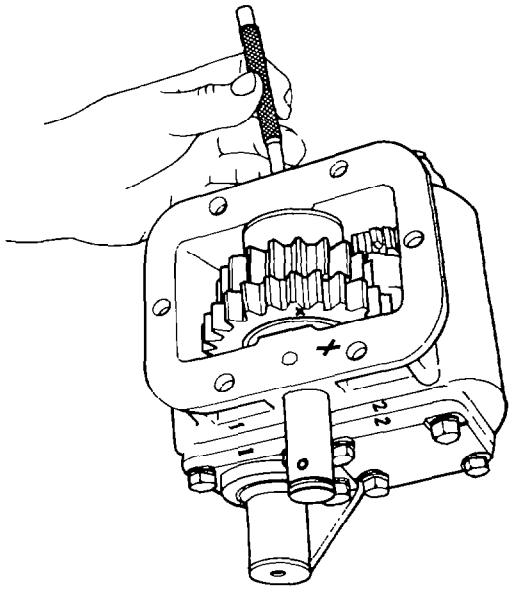

Fig. 398 — Removing Drive Gear Shaft
b. Using a suitable drift and hammer, drive the shaft locating roll pin completely into the shaft, then remove the shaft from the housing by driving the shaft from the opposite end to the roll pin to avoid possible damage to the needle roller bearings (see fig. 398).